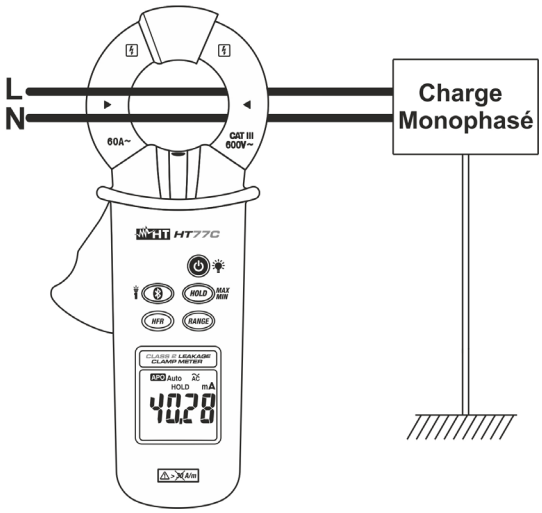
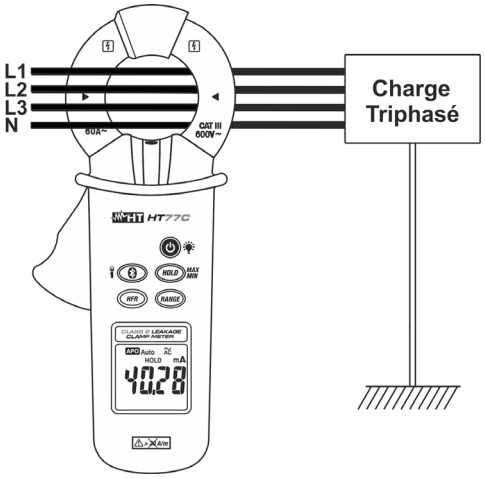

Fig. 5 : Mesure du courant de fuite par méthode indirecte en systèmes monophasés
Fig. 7 : Mesure du courant de fuite par méthode indirecte en systèmes triphasés
2. Ouvrir le tore et connecter la pince comme il est montré à la Fig. 5 ou à la Fig. 7. La valeur de courant de fuite apparaît à l'écran.